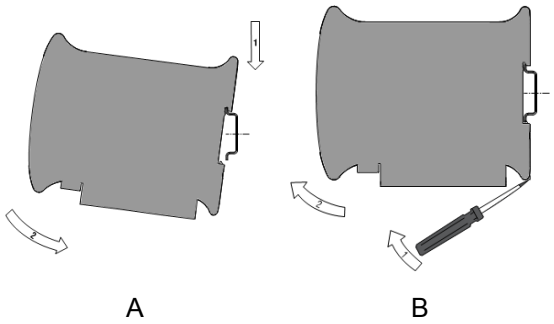

Abb. 6.1
- Entsprechend *Abb. 6.1.A*.
- Stecken Sie einen Schraubendreher in die Öse der Schiebeverriegelung, drücken Sie sie und nehmen Sie das Gerät aus der Schiene (*Abb. 6.1.B*).